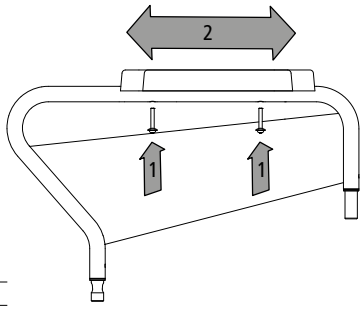

fig. 32
1. Allentare le viti che fissano i sostegni per le braccia sulla fiancata (1, fig. 32).
2. A seguire è possibile spostare i sostegni per le braccia in avanti o indietro di 30 mm (2, fig. 32).